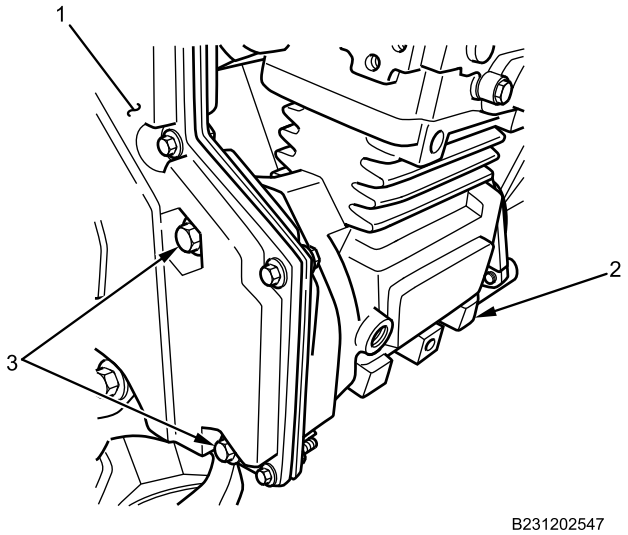

Figure 7. Air Compressor.
14. Remove two air compressor-to-engine block mounting bolts (Figure 7, Item 3) from engine front cover (Figure 7, Item 1) and remove air compressor (Figure 7, Item 2).